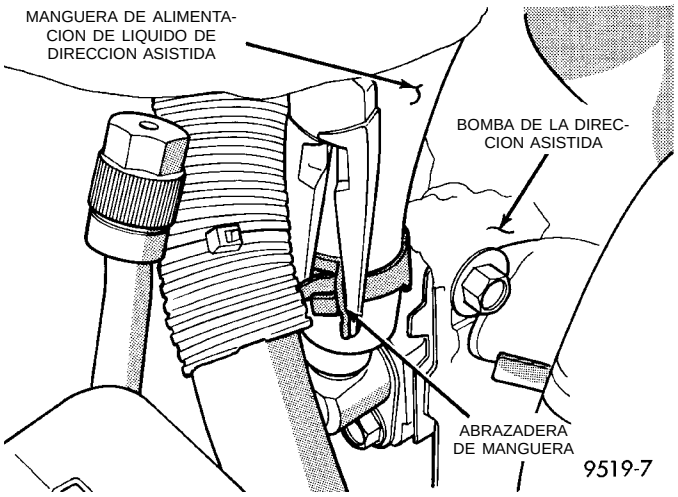

Fig. 22 Manguera de alimentación de líquido de dirección asistida en la bomba de la dirección asistida
(3) Deseche todos los anillos "O" usados de la conexión tipo Banjo de la manguera de presión de la dirección asistida y el perno tipo Banjo.
(4) Retire la abrazadera, que fija la manguera de alimentación de líquido a la conexión de succión de la bomba de la dirección asistida (Fig. 22). Retire la manguera de alimentación de líquido de dirección asistida de la conexión de la bomba de la dirección asistida.
(5) Eleve el vehículo sobre gatos fijos o centrado en un elevador de contacto de bastidor. Para informarse sobre el procedimiento apropiado de elevación que debe usarse en este vehículo, consulte los métodos de elevación en la sección de Lubricación y mantenimiento de este manual de servicio.
(6) Instale la manguera de alimentación de la dirección asistida en la conexión de succión de la bomba de la dirección asistida (Fig. 22). Instale la abrazadera de manguera en la manguera, asegurándose de que la abrazadera de manguera se monte más allá del reborde remachado del tubo de la bomba de la dirección asistida.
(7) Utilice un paño sin pelusas para limpiar todos los extremos abiertos de la manguera y conexiones de la dirección asistida.